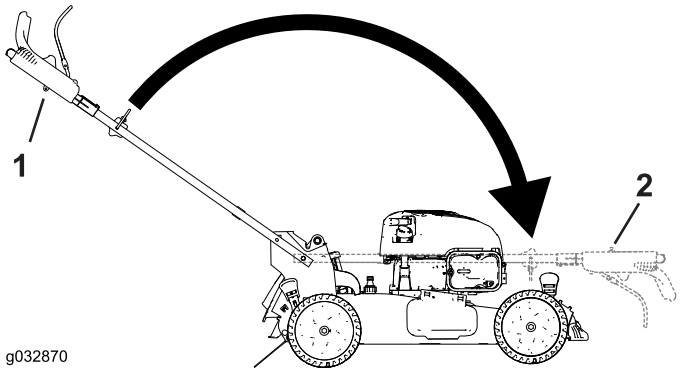

Bild 28
2. Klappen Sie den Griff ein, indem Sie ihn ganz nach vorne drehen (Bild 28).